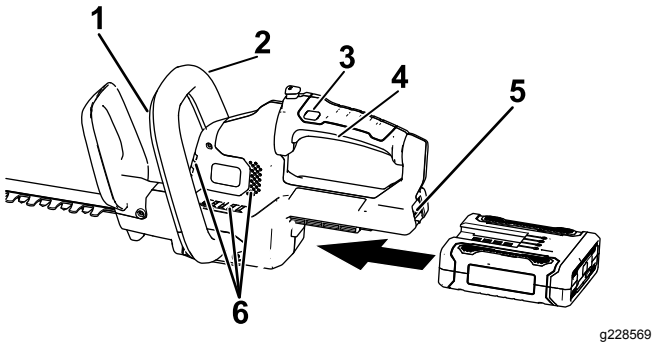

Figur 4
3. Innrett kammeret på batteripakken med koblingsarmen i håndtakshuset, ta tak i håndtaket og skyv batteripakken inn i håndtaket til låsen låses på plass (Figur 4).
4. Plasser én hånd på utløserhåndtaket. Plasser den andre hånden på ekstrahåndtaket (Figur 4).
5. Trykk på låsebryteren og klem deretter på utløserbryteren mens du aktiverer ekstrahåndtaksbryteren for å slå på hekktrimmeren (Figur 4).
Trimmeren forblir på så lenge ekstrahåndtaks-bryteren er aktivert og utløseren klemmes. Låsebryteren kan frigjøres når hekktrimmeren er i gang (Figur 4).
For å slå av hekktrimmeren, slipper du utløseren eller ekstrahåndtaksbryteren, eller begge (Figur 4). La det gå minst fem sekunder før kniven slutter å bevege seg.